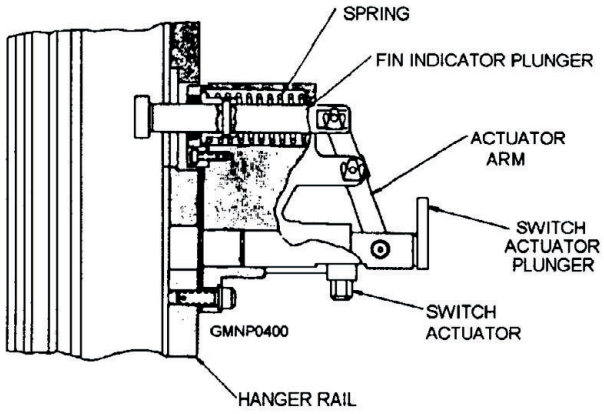

**Figure 7-21.—ASW depth charge indicator.**
**ASW DEPTH CHARGE INDICATOR**.—The ASW depth charge indicator (fig. 7-21) is a device that informs the control system whether an ASROC depth charge missile is or is not at the hoist station. Mounted to the back of each hanger rail, the device consists of two plungers and a proximity switch actuator.